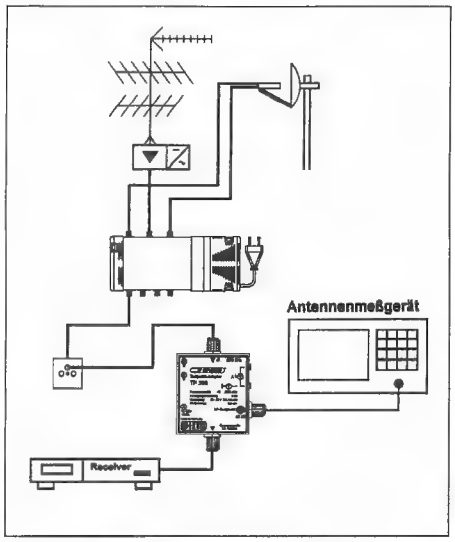

Bild 2: Beispiel zum Messen des HF-Pegels
■ *Messen des HF-Pegels (Bild 2)*